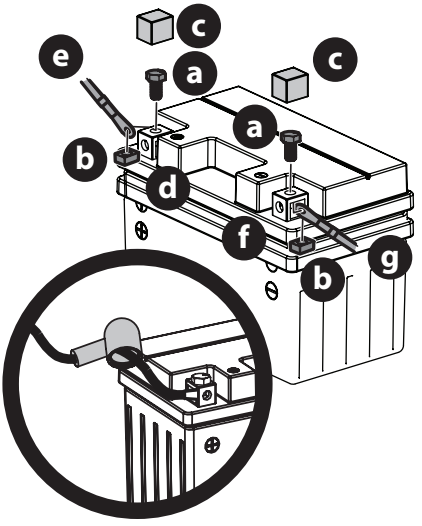

Fig. 13
1. Extraiga los tornillos hexagonales (a) y las tuercas cuadradas (b) situados en el extremo del arnés de cables o en la bolsa que acompaña a este manual. Guarde los herrajes para uso posterior (Fig. 13 en la página 47).
2. Retire la cubierta plástica (c), si está presente, del borne positivo de la batería (d) y una el cable rojo (e) al borne positivo de la batería (b) utilizando uno de los tornillos hexagonales (a) y las tuercas cuadradas (b) que se extrajeron en el paso 1. Use un destornillador Philips (Fig. 13 en la página 47).
3. Coloque el capuchón de caucho rojo por encima del borne positivo de la batería para protegerlo contra la corrosión (el inserto en la Fig. 13 en la página 47).
4. Retire la cubierta plástica (c), si está presente, del borne negativo de la batería (f) y una el cable negro (g) al borne negativo de la batería (f) utilizando el tornillo hexagonal restante (a) y la tuerca cuadrada (b) (Fig. 13 en la página 47).